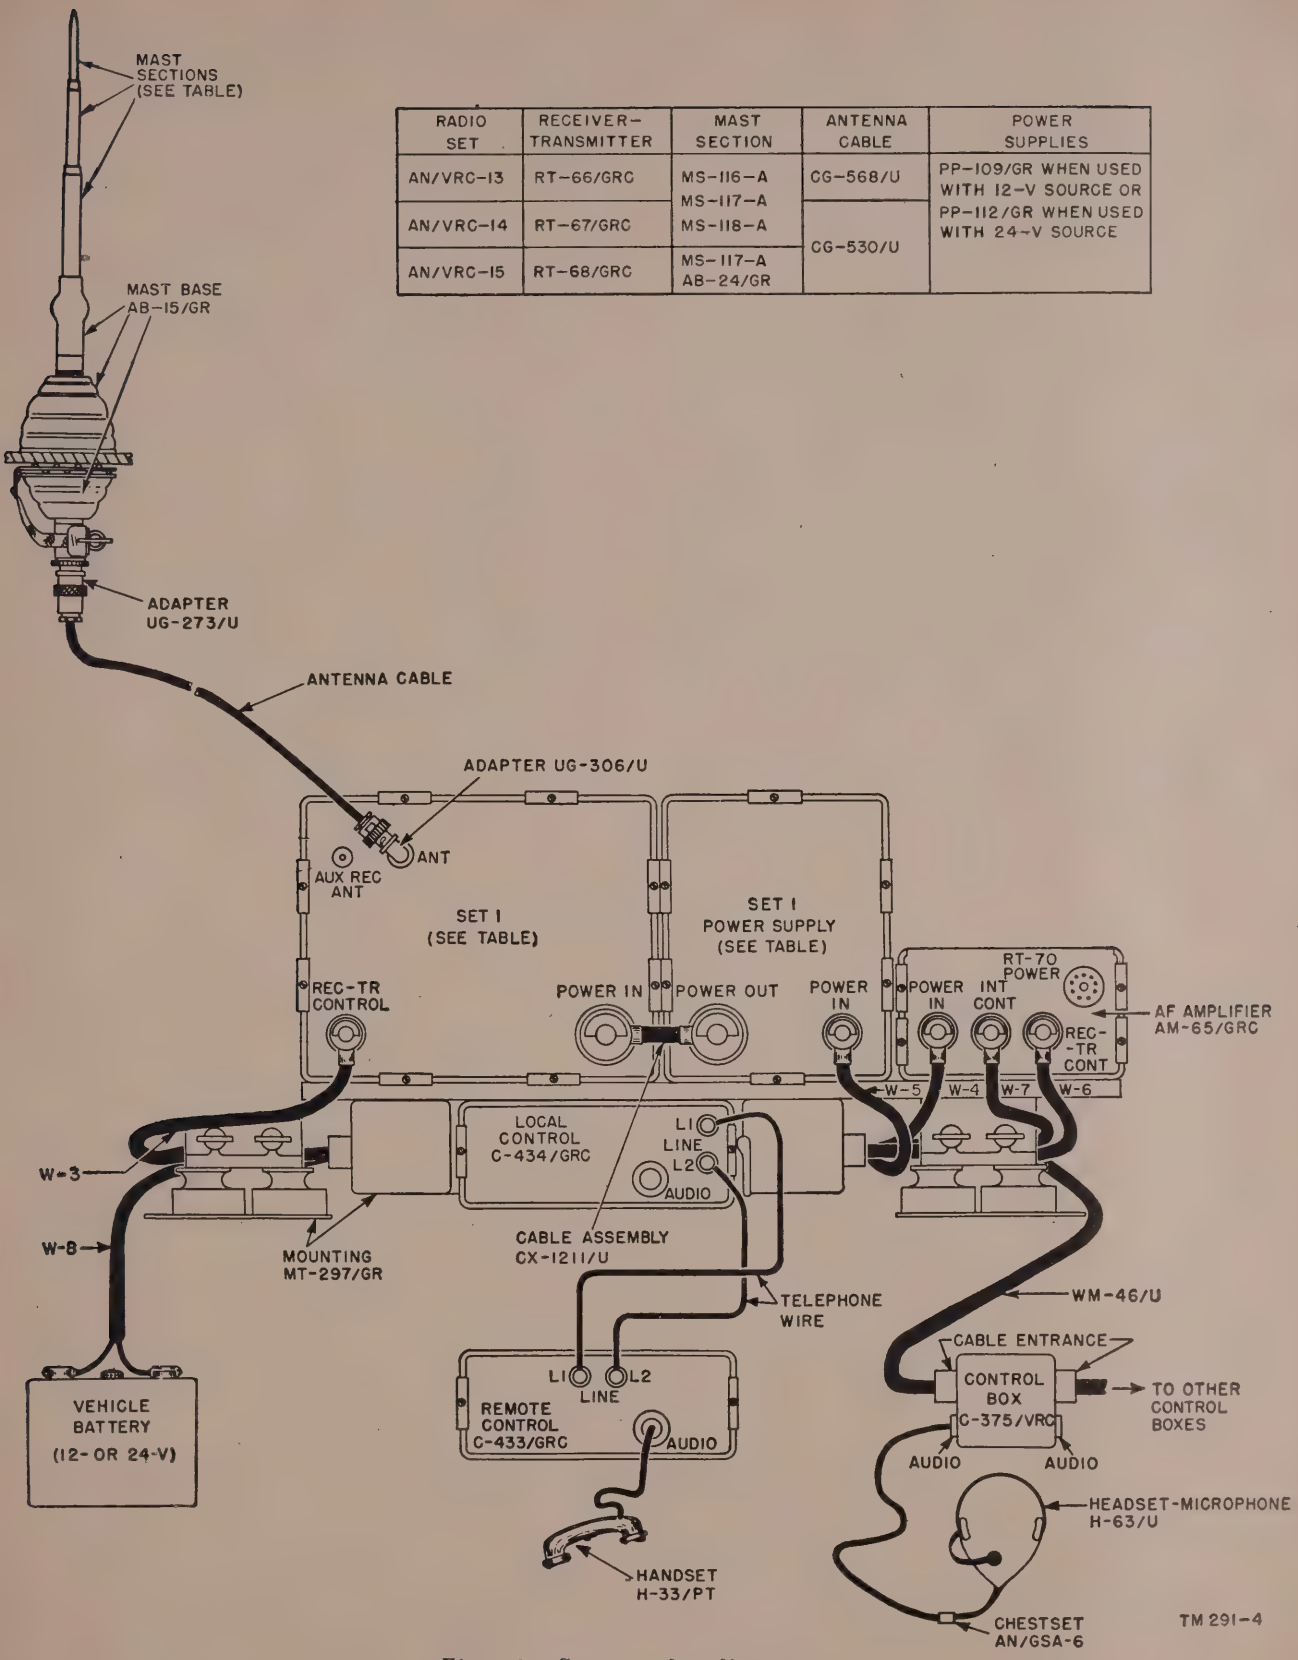

Figure 28. System cordage diagram.
(fig. 28)
a. Place the OPERATE switch of the Set 1 Power Supply PP–109/GR or PP–112/GR in the OFF position, and secure the unit on the mounting beside AF Amplifier AM–65/GRC (fig. 28). Use Power Supply PP–109/GR in 12-volt systems and Power Supply PP–112/GR in 24-volt systems.
b. Place and lock the Set 1 receiver-transmitter on the mounting next to the power supply. Refer to figure 28 for the particular receiver-transmitter used in each system.
Make the system interconnections outlined below and illustrated in figure 28.
a. Connect Adapter UG–306/U to the ANT connector on Set 1. Connect one end of the antenna cable (RF cable Assembly CG–568/U or CG–530/U) as indicated in figure 28 to the adapter; connect the other end of the cable to the Set 1 mast base (par. 29). Another UG–306 may be used at the base depending upon the installation kit and instructions supplied.